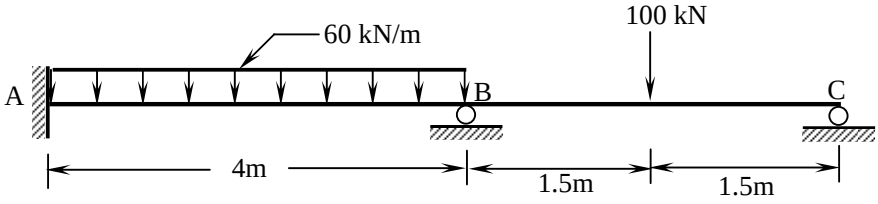

Fig. 4
Q.4 **(a)** For the beam and loading as shown in Fig. 4, determine slope at B and C. Take Modulus of Elasticity = 200 GPa and moment of inertia = 4.0×10^6 m^4. **07**